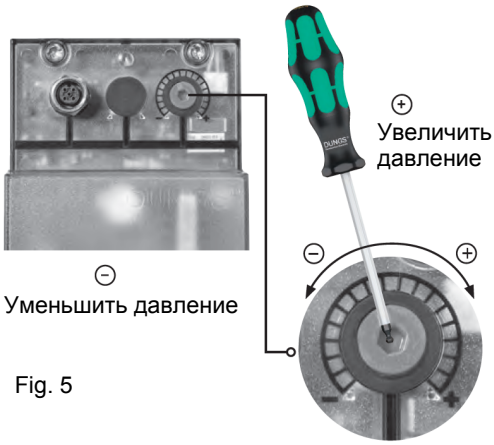

Fig. 5
3. Прикрутить VD двумя винтами M5 соответственно, макс. 5 Нм/44 in. lb, рис. 5/6.